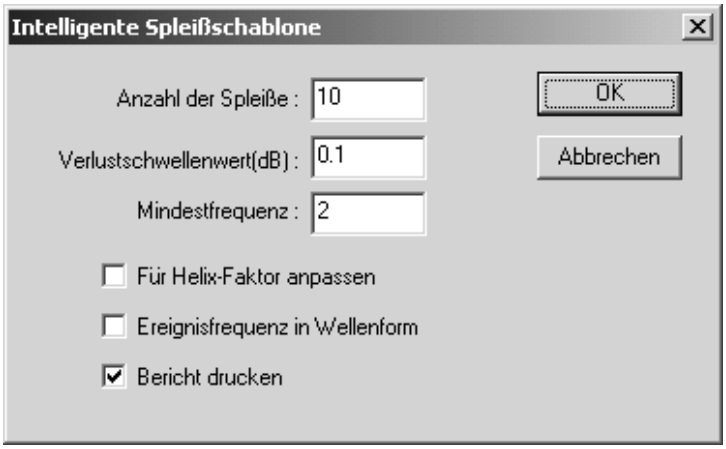

Abbildung 7-2: Dialogfeld Intelligente Spleißschablone
6. Wählen Sie Messkurve>Intelligente Schablone aus, um das Dialogfeld Intelligente Spleißschablone anzuzeigen, wie in Abbildung 7-2 gezeigt.